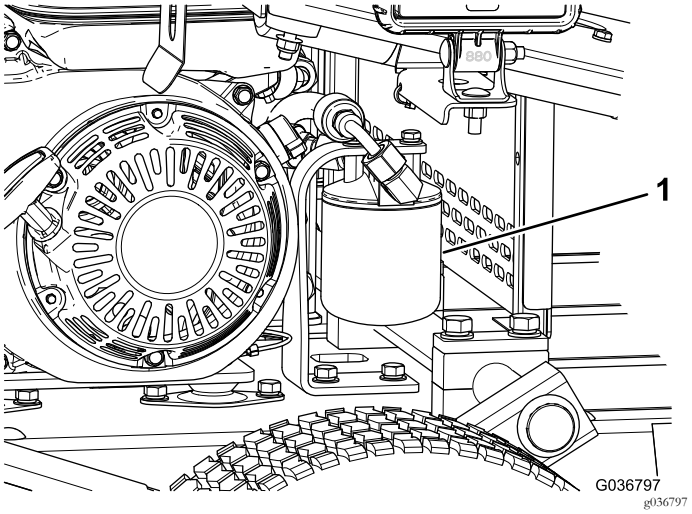

Figuur 37
5. Plaats een opvangbak onder het filter en verwijder het filter (Figuur 37).